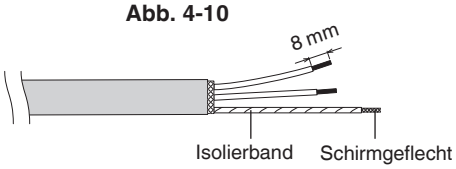

Abb. 4-11
(3) Den Mantel der Signalader entfernen. (Abb. 4-11)